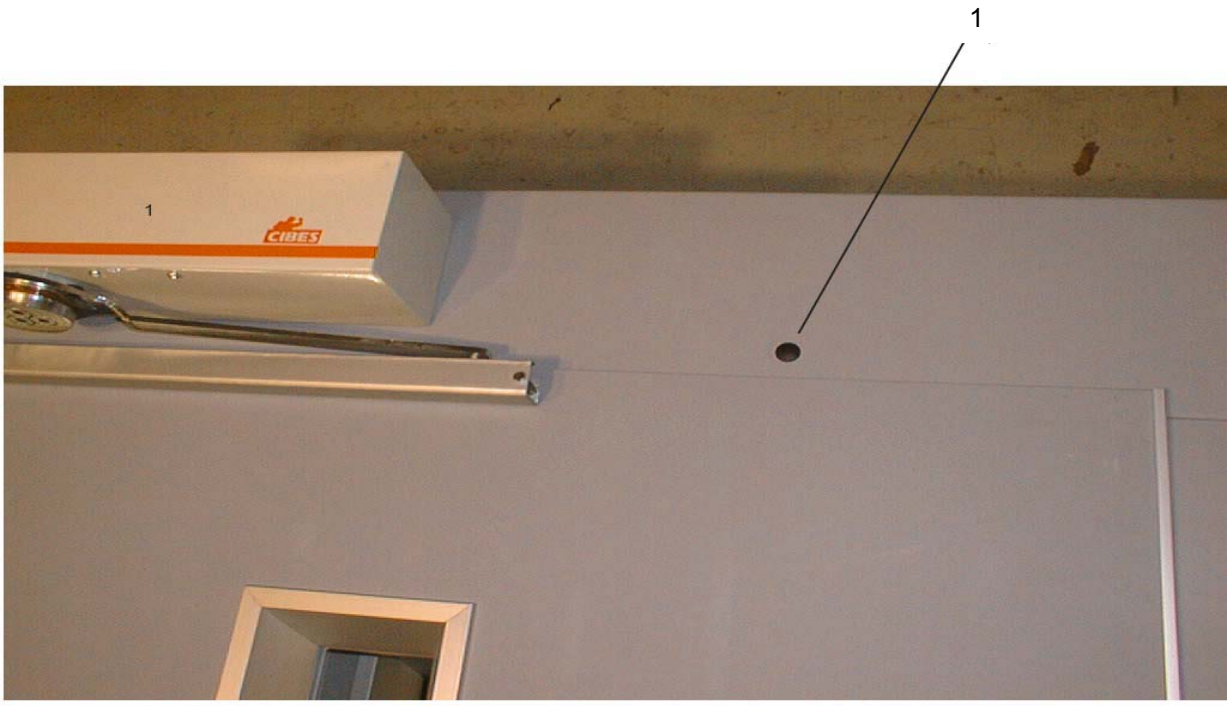

Bild 5 Nödöppning av hissdörr, utifrån
2. Avlägsna plastpluggen som sitter ovanför dörrbladet, se Bild 5 pos. 1. Placera det trekantiga specialverktyget, Bild 1 pos. 2 som medföljer vid leverans, i hålet. Vrid vänster alt. höger (beroende på dörrhängning) för att lyfta låskolven och dörren kan därefter öppnas. Var uppmärksam på riskerna om plattformen inte är i nivå med stannplanet när dörren nödöppnas.